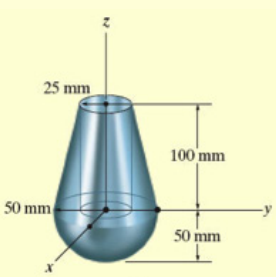

Fig. 9–18
NOTE: If these results are plotted in Fig. 9–17, the location of point *C* seems reasonable.
Locate the center of mass of the assembly shown in Fig. 9–18*a*. The conical frustum has a density of $\rho_c = 8$ Mg/m^3, and the hemisphere has a density of $\rho_h = 4$ Mg/m^3. There is a 25-mm-radius cylindrical hole in the center of the frustum.
Composite Parts. The assembly can be thought of as consisting of four segments as shown in Fig. 9–18*b*. For the calculations, ③ and ④ must be considered as "negative" segments in order that the four segments, when added together, yield the total composite shape shown in Fig. 9–18*a*.